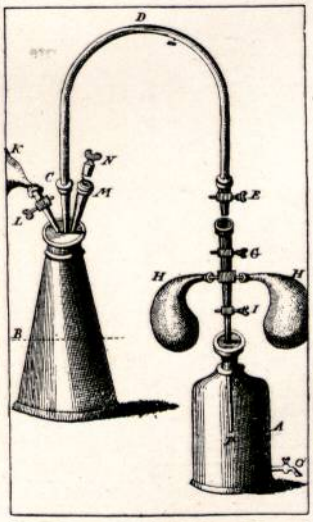

Abb. 477. Mineralwasserapparat von Withering, um 1800.
T. O. Bergman (Vetensk. Acad. Handl., 1775, Bd. 37, S. 10; Bergman, Phys. u. chem. Werke 1782, Bd. 1, S. 317). Hofapotheker Johann Carl Friedrich Meyer in Stettin gab 1783 eine „Anleitung zur künstlichen Bereitung des Selzerwassers" (Schriften der Berlin. Gesellschaft naturforschender Freunde, Berlin 1783, Bd. 4, S. 313; F. M. Feldhaus, in: Zeitschr. f. d. gesamte Kohlensäureindustrie, 1911, Nr. 1). Nicolas Paul in Paris, Rue Montmartre, Hotel d'Uzes, der bereits in Genf jährlich 40000 Flaschen künstliches Mineralwasser herstellte, errichtete 1789 eine Fabrik für solches Wasser (Gilbert, Annalen der Physik 1803, S. 74; Feldhaus, a. a. O., 1910, S. 912). Um 1800 war in England der Mineralwasserapparat (Abb. 477) von Withering in Birmingham vielfach in Verwendung (Krünitz, Encyklopaedie, 1803, Bd. 91, S. 53). Friedrich Adolf August Struve, Apotheker in Dresden, und Apotheker Conrad Heinrich Soltmann in Berlin nahmen die Fabrikation der künstlichen Mineralwässer mit hervorragendem Erfolg 1817 in die Hand (Struve, Nachbildung künstlicher Heilquellen, Dresden 1824, 2. Heft, 1826); erste Fabrik 1820 Dresden, weitere: 1821 Leipzig, 1823 Berlin (Preuß. Patent vom 15. Mai 1823 auf 10 Jahre), 1825 Brighton (Die Struveschen Mineralwasseranstalten, Leipzig 1853; Feldhaus, a. a. O., 1912, Nr. 48—52). Frederick Collier Bakewell in Hambstead erfand 1832 einen Mineralwasserapparat (Abb. 478) aus Steingut, der in Familien viel verwendet wurde (Engl. Pat. Nr. 6238 vom 8. 3. 1832). Briet empfahl 1848 die zur Selbstdarstellung von Mineralwässern in Familien viel gebrauchten Glaskrüge (Journal de Pharmacie, 1848; Dingler, Pol. Journal, Bd. 107, S. 341), vgl. Abb. 479.